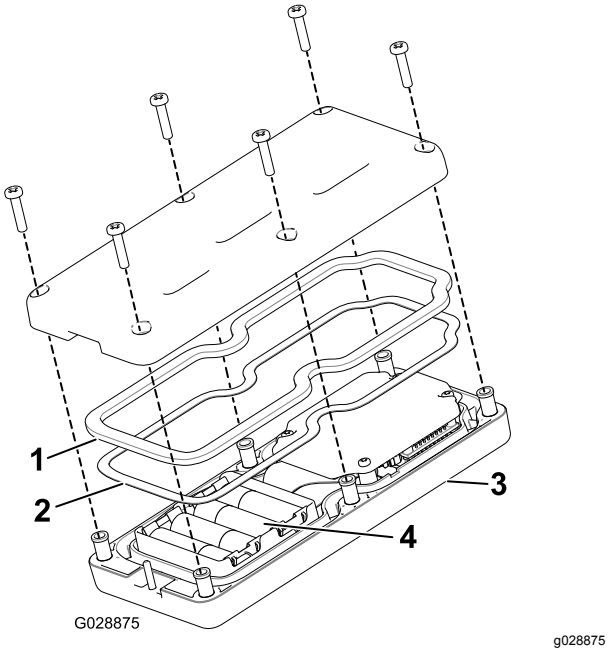

Figur 46
3. Ta bort de 6 skruvarna från baksidan av kontrollen och ta bort luckan (Figur 46).
5. Sätt i nya batterier i facket och tänk på polariteten. (Enheten skadas inte om batterierna sätts i fel, men den fungerar inte.) Det finns polaritetsmarkeringar i facket för varje terminal (Figur 46).
6. Om du oavsiktligt tar bort gummitätningen och stålpackningen ska du sätta tillbaka dem försiktigt i kanalen på handkontrollen (Figur 46).
7. Sätt tillbaka kåpan och sätt fast den med de sex skruvarna som togs bort tidigare (Figur 46) och dra åt dem till 1,5–1,7 N·m.